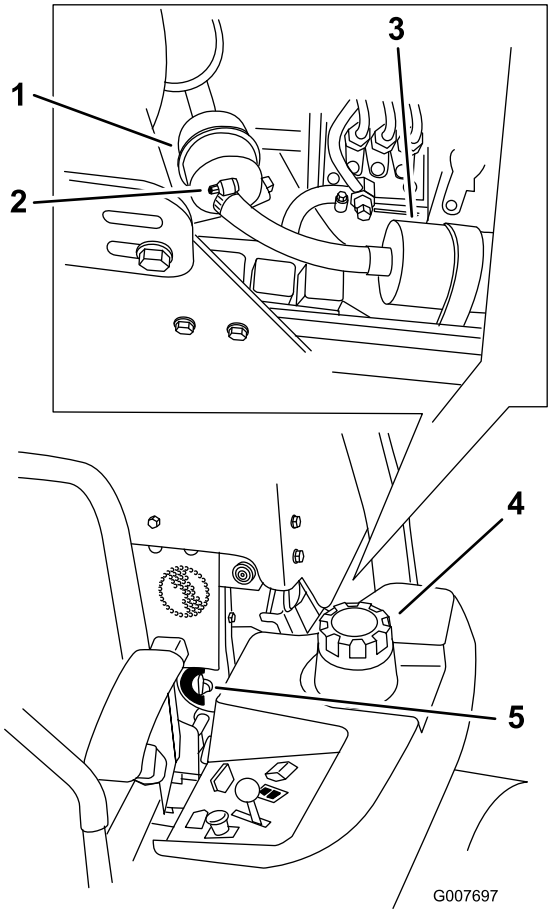

Figur 52
4. Åpne drivstoffventilen(Figur 52).
5. Løsne de to slangeklemmene og koble fra drivstoffslangene fra toppen av filteret (Figur 52).
6. Sett inn et nytt filter. Koble drivstoffslangene til drivstoffilteret og monter slangeklemmene (Figur 52).